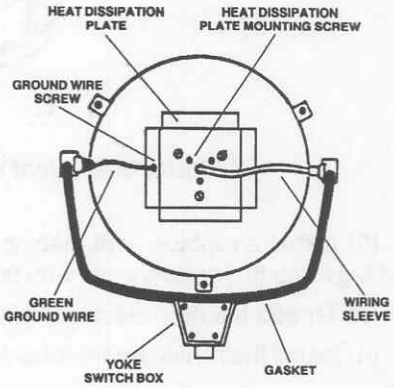

Figure 3-45. Yoke gasket.
(18) Grasp the green electrical wires and remove the insulating wire nut to release the green wire routed into the yoke. Replace the wire nut onto the remaining green wire routed from the arm assembly.
(19) Grasp the blue and brown wires and cut off the female quick-fit connectors.
(20) Lift the yoke gasket illustrated in figure 3-45. Set it aside.